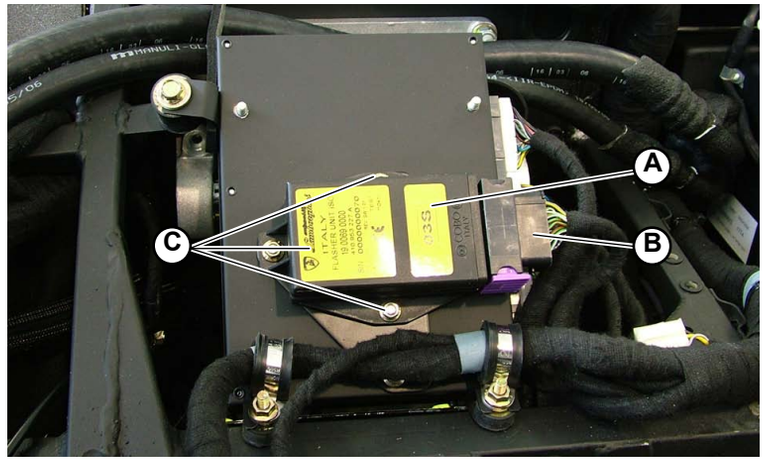

Fig.2
1. Detach the indicator light control unit (**A-Fig.2**) from the connection (**B-Fig.2**) located above the GFA control unit.
2. Unscrew the screws (**C-Fig.2**).